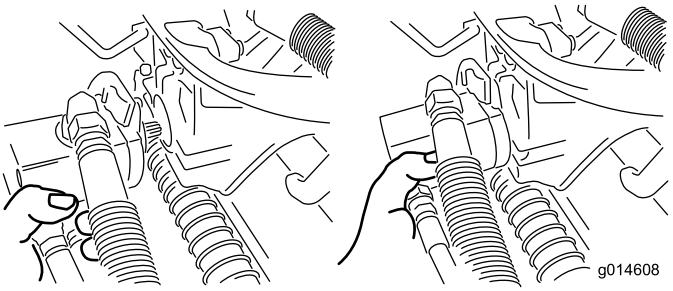

**Figur 37**
3. Flytt motoren til lagringsplassen foran på hjulopphengsarmen (Figur 37).